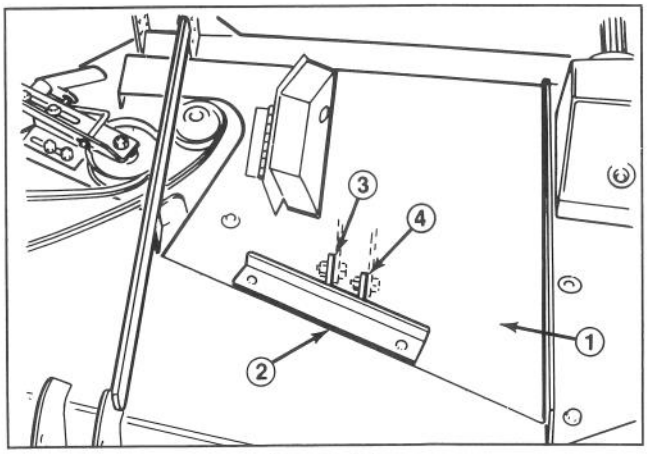
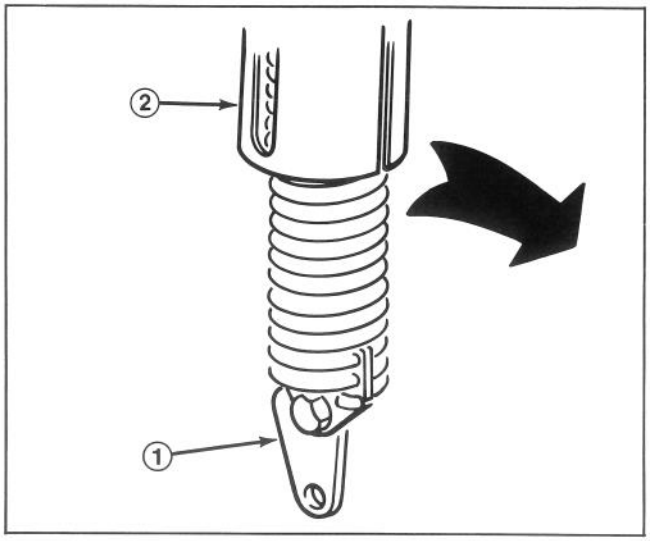

Figure 14
Figure 15
5. Install new belt cover and spring bracket to cutting unit (Fig. 14). Secure bracket to deck with (2) 1/4-20 x 3/4" lg. capscrews. Latch cover.
6. Mount spring end to spring bracket with shoulder bolt and flangenut previously removed. On units with counterbalance kit with folding knee link, the knee link bracket must be removed and reinstalled with the top hole of the knee link bracket towards the front of the cutting unit (Fig. 15). Be sure to mount counterbalance spring to connect tab on cutting unit spring bracket (Fig. 14).